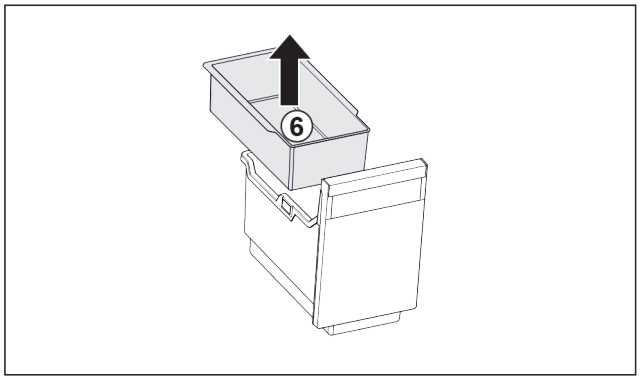

Fig. 170
▶ Vegye ki a beakasztható tálcát *Fig. 170 (6)*.